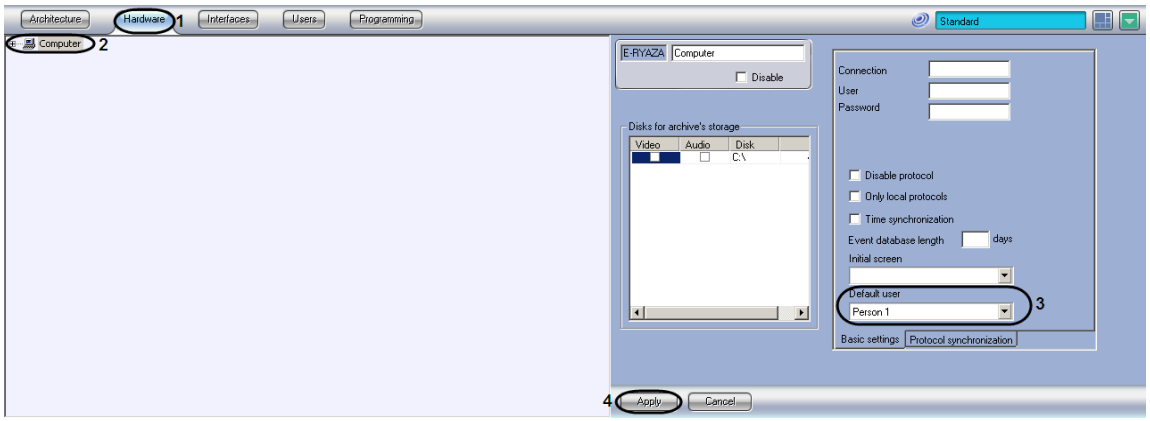

Figure 8.22-21 Setting up the default user
1. Go to the “Hardware” tab in the “System settings” dialog box (Figure 8.22-21, 1).
2. Select the “Computer” object, representing the workstation the default user will be assigned to (Figure 8.22-21, 2).
3. Select the user account in the “Default user” list (Figure 8.22-21, 3).
4. Click the “Apply” button (Figure 8.22-21, 4).